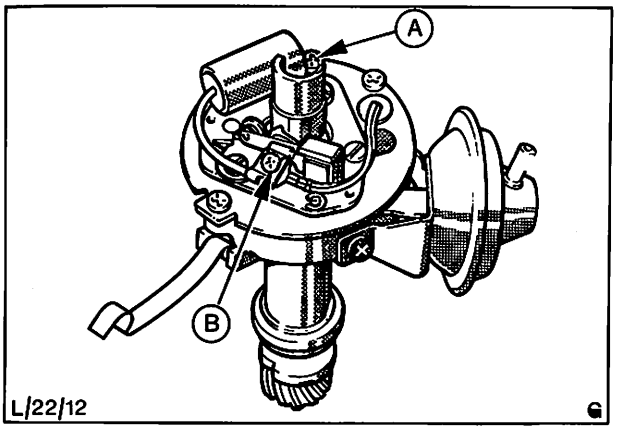

Abb. 45 Kondensator ausbauen
2. Halteschraube des Kondensatorkabels lösen und Kondensatorkabel lösen. Befestigungsschraube des Kondensators lösen und Kondensator entfernen, Abb. 45.